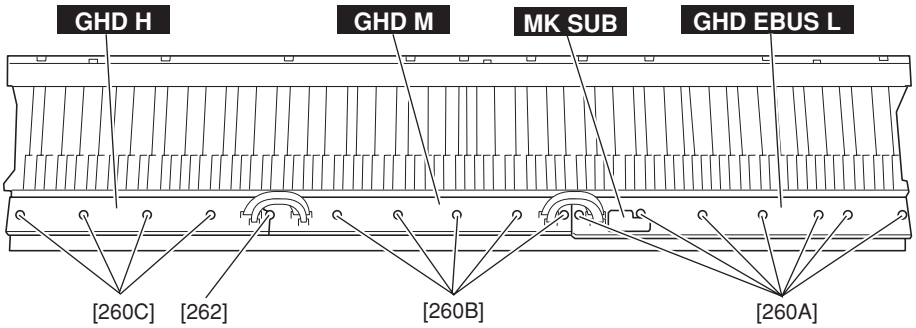

Fig.17
1. Remove the seven (7) screws marked [260A]. The GHD EBUS L and MK SUB circuit boards can then beremoved. (Fig.17, Photo.3)
1. Remove the five (5) screws marked [260B] and the screw marked [262]. The GHD M circuit board can then be removed. (Fig.17)
1. Remove the four (4) screws marked [260C] and the screw marked [262]. The GHD H circuit board can then be removed. (Fig.17)
1. Tighten the seven (7) screws marked [260A] to fix the GHD EBUS L, MK SUB circuit boards. (Fig.17)
1. Tighten the five (5) screws marked [260B] and the screw marked [262] to fix the GHD M circuit board. (Fig.17)
1. Tighten the four (4) screws marked [260C] and the screw marked [262] to fix the GHD H circuit board. (Fig.17)